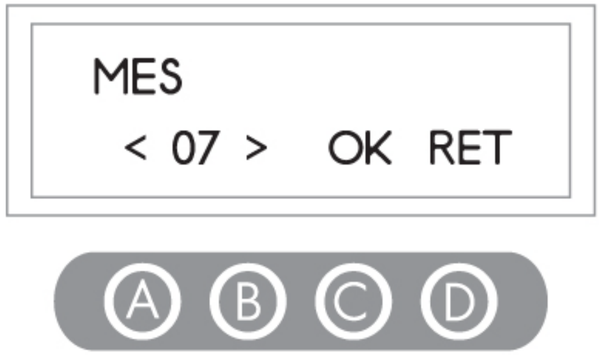

figura 48
3) Proceda ao ajuste do **mês** pressionando as teclas **A** ou **B** e confirme essa opção pressionando a tecla **C**, conforme **figura 48**.